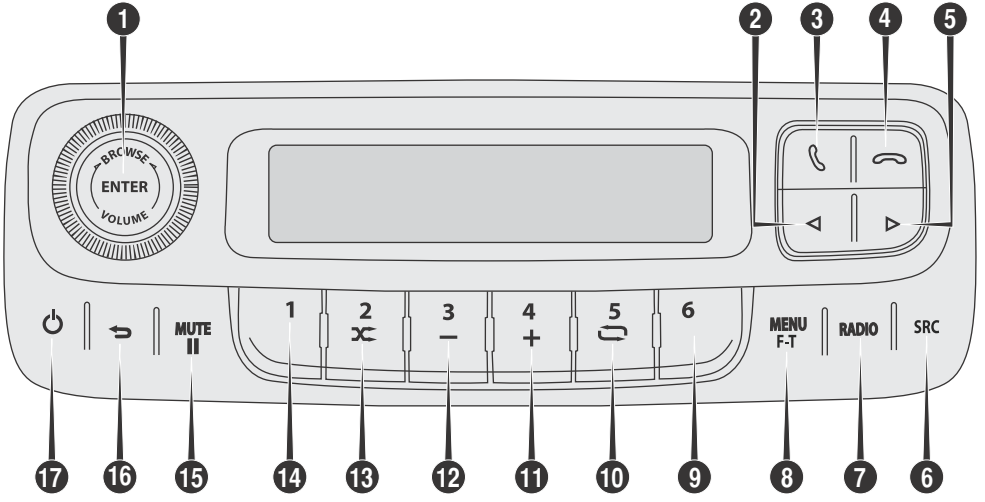

fig. 1
| Pressione o botão **4-fig. 1** até aparecer 4 no display | RADIO M-CODE 4 - - - |
| Pressione o botão **3-fig. 1** até aparecer 3 no display | RADIO M-CODE 4 3 - - |
| Pressione o botão **1-fig. 1** até aparecer 1 no display | RADIO M-CODE 4 3 1 - |
| Pressione o botão **6-fig. 1** até aparecer 6 no display | RADIO M-CODE 4 3 1 6 |
**Nota: caso o código inserido esteja incorreto, pressionar as setas 2 e 5-fig. 1 para esquerda ou direita para efetuar a correção. Este procedimento será permitido por duas vezes e, caso continue incorreto, só será permitido novamente depois de 30 minutos.**